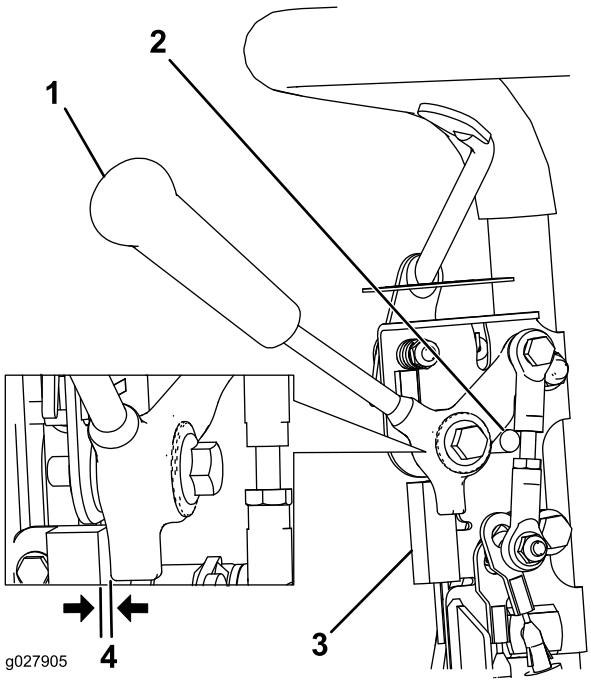

Figuur 30
1. Controleer of de motor is afgezet, de tractiebediening is uitgeschakeld en de tractiehendel tegen de aanslag van de neutraalstand aanzit Figuur 30).
2. Maak de bevestigingen van de interlockschakelaar los (Figuur 30).
3. Plaats een afstandsring met een dikte van 0,8 mm tussen de tractiehendel en de interlockschakelaar (Figuur 30).